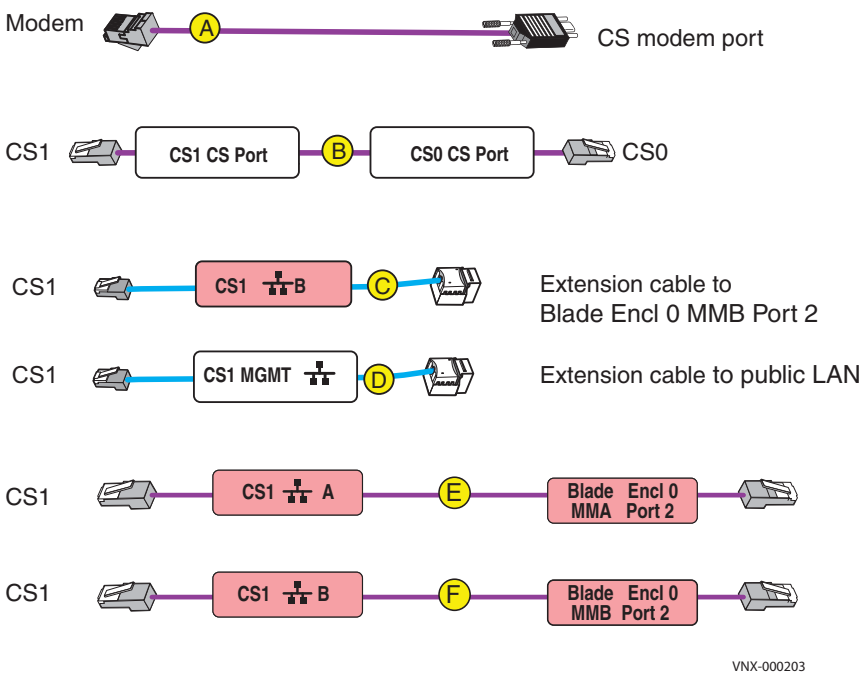

**Figure 16** CS1 cables
1. Locate the cables shown in Figure 16. You have already connected extension cables C and D when you installed the Control Station.